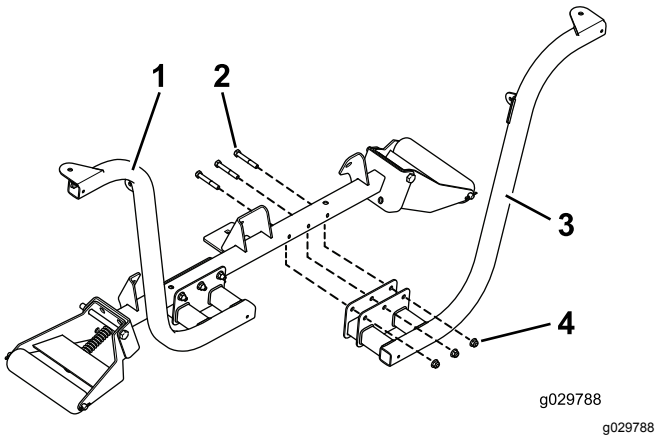

Figur 6
1. Fastgør venstre og højre forlygtebeslag til fronten af rullens støtterør med seks bolte (⅜ x 2½ tomme) og seks flangemøtrikker (⅜ tomme) som vist i Figur 6.